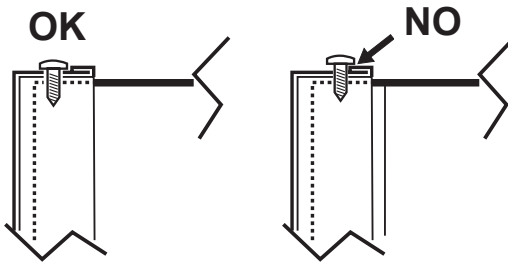

Abb. 16 - Montage mit unteren Schrauben
3. Gehen Sie in umgekehrter Reihenfolge vor, um die Frontplatte wieder zu montieren. Stellen Sie sicher, dass sie korrekt an der oberen Platte befestigt ist und vollkommen an den seitlichen Platten anliegt. Der Kopf der Schraube “A” muss nach dem Anziehen wie in "Abb. 16 - Montage mit unteren Schrauben") angegeben positioniert sein.